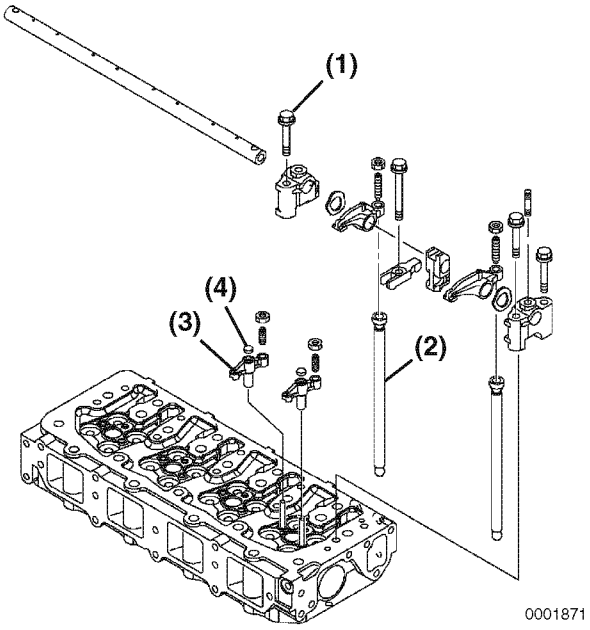

Figure 6-72
1. Reinstall the valve bridges **(Figure 6-72, (3))** in their original locations and ensure each seat **(Figure 6-72, (4))** is in place.
2. Insert the push rods **(Figure 6-72, (2))** in their original locations.